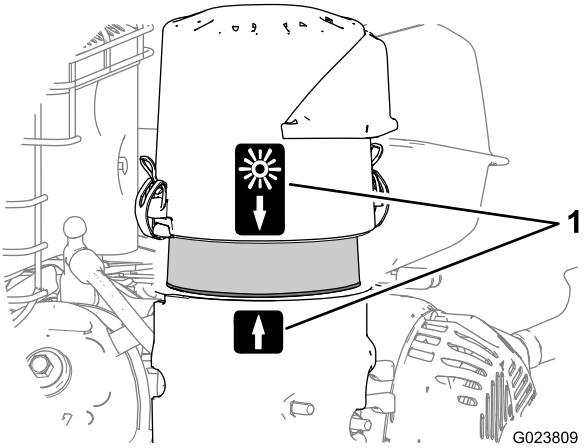

Figur 23
8. Juster pilemærkaten på luftfilterdækslet og pilemærkaten på basen efter hinanden (Figur 23).